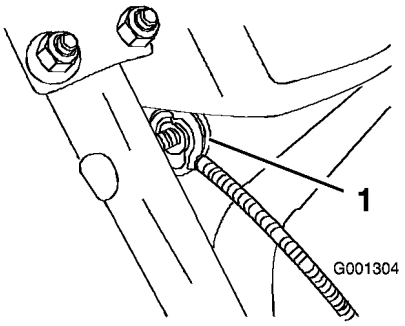

Bild 7
3. Nehmen Sie die Mutter und die Scheibe vom Griff ab. Befestigen Sie dann die Kabelklemme auf dem Kabel zum Griff und ziehen Sie die Mutter mit der Hand fest (Bild 7).